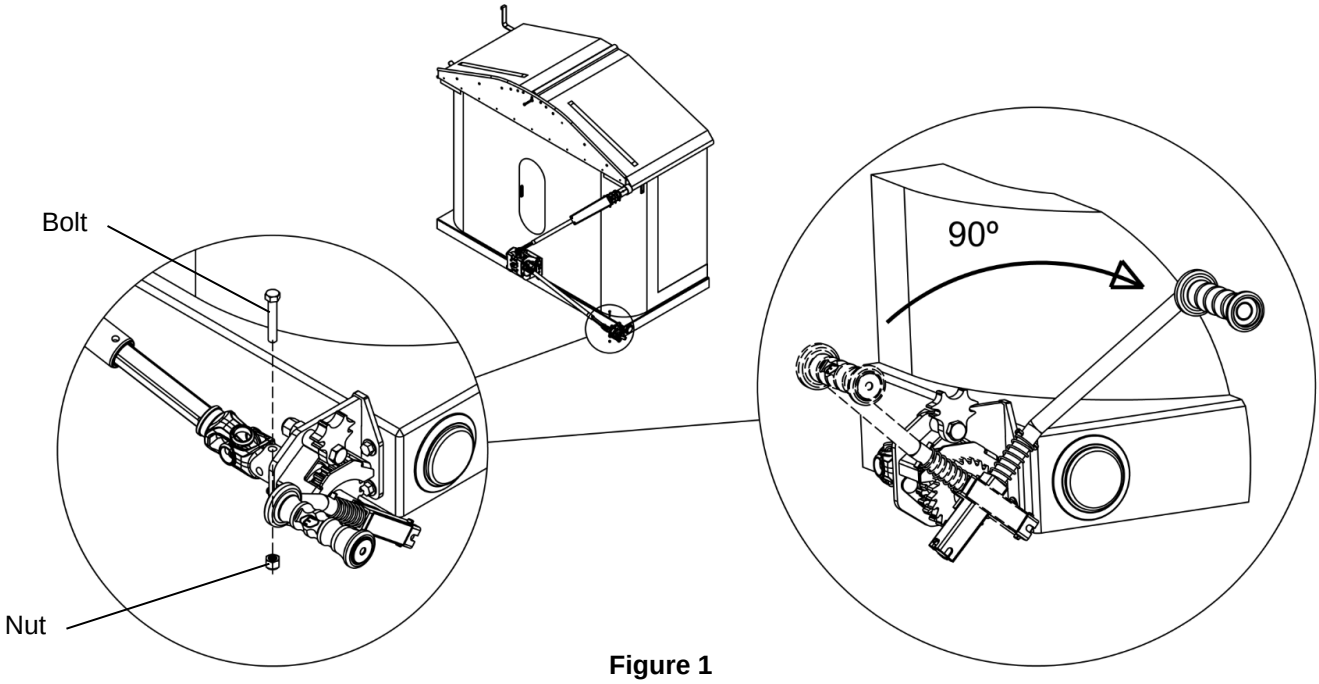

Figure 1
4. **Figure 1.** Remove the nut and the bolts at the crank base.